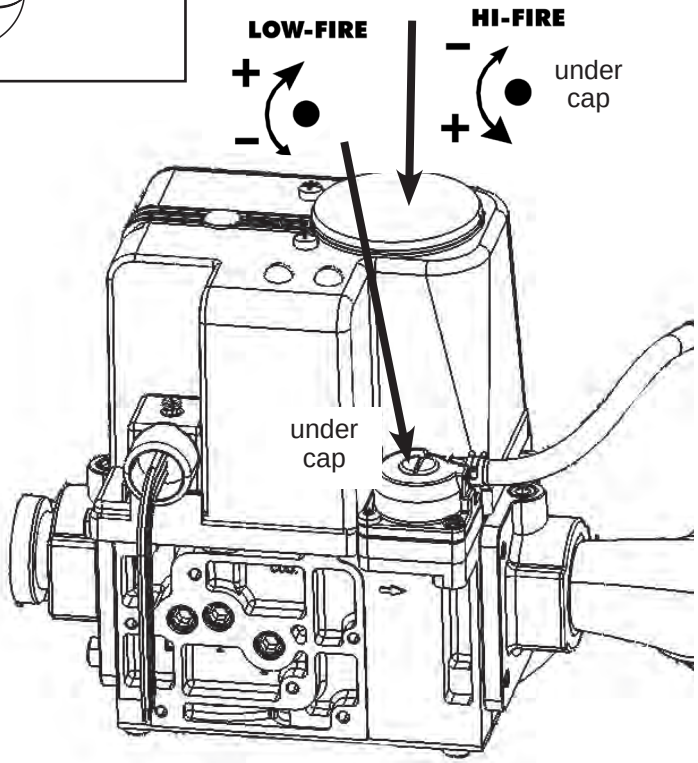

Figure 46. Gas Valve 600 - 850 Mbtu
1. On the Gas Valve, locate the adjustments for High Fire, and Low Fire. See Figure 44 on page 74 thru Figure 46 on page 76.
See Figure 44 thru Figure 46.